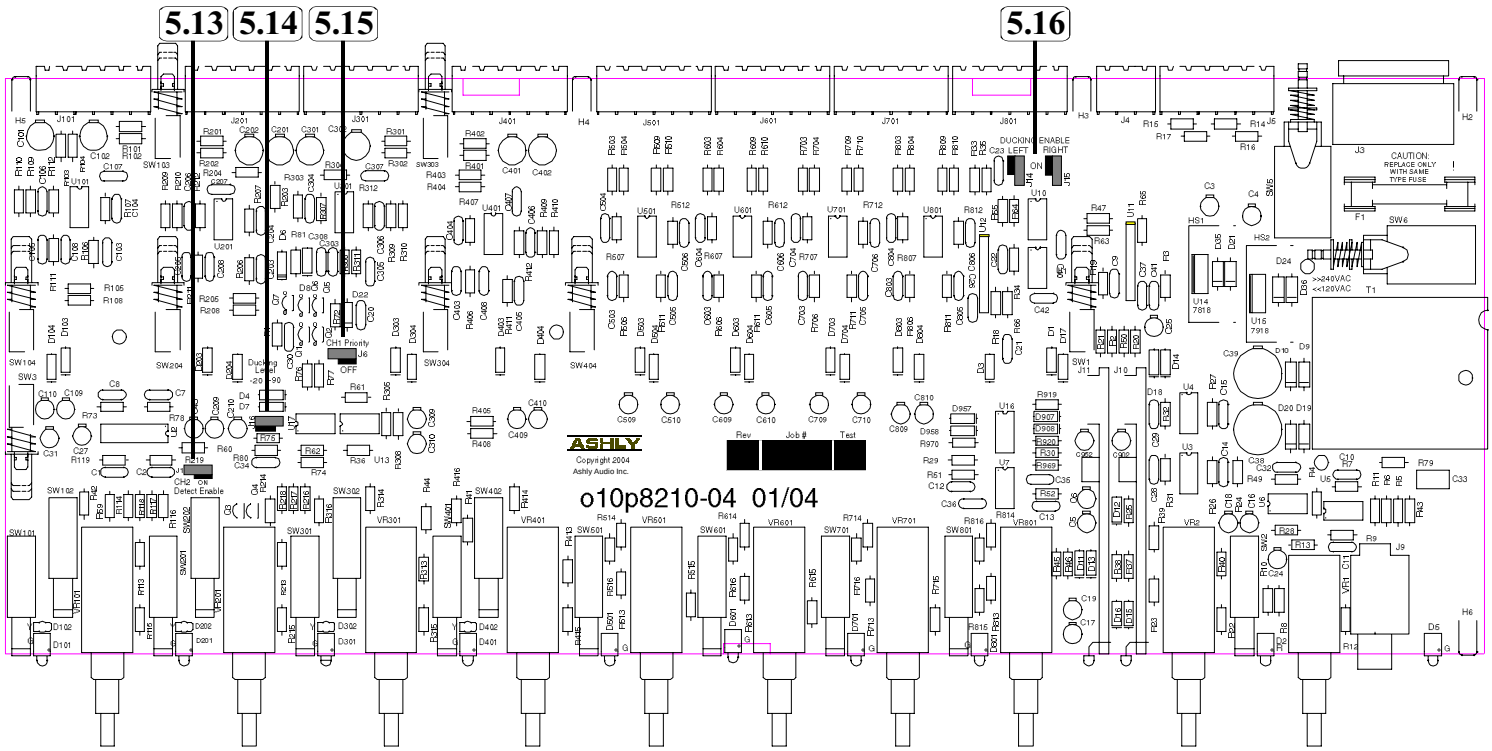

*Fig. 5.2 - DLM-821 Internal Jumper Locations*
** For internal jumper adjustments, remove AC cord from rear of unit and refer to a qualified service technician. (see PCB jumper locations in fig. 5.2)*